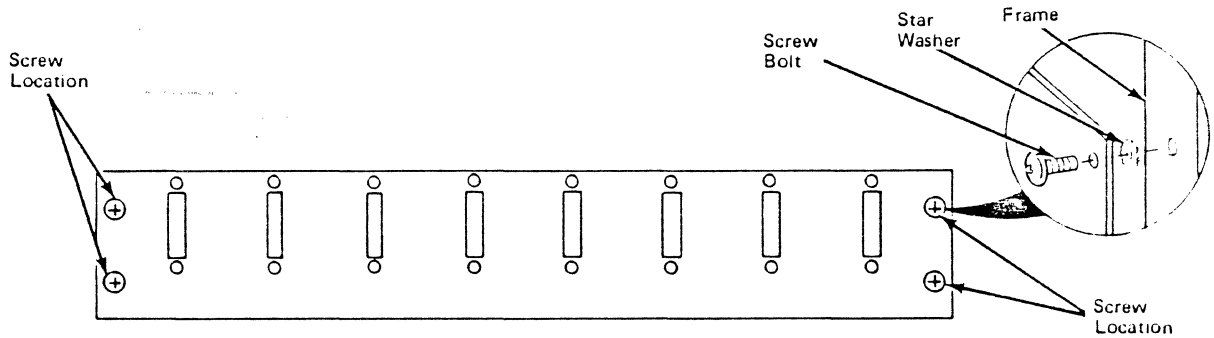

Figure 9-11. Screw Locations for I/O Panels
c. Remove the four screws that secure the I/O panel to the I/O panel frame (Figure 9-11).